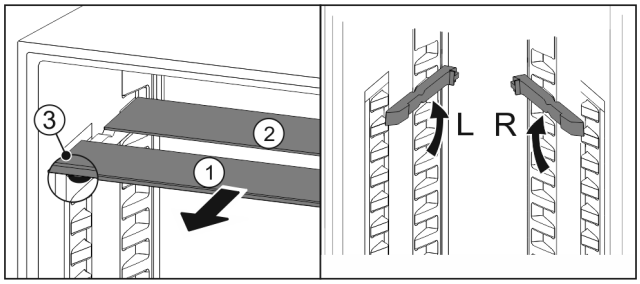

Fig. 26
▶ По одной извлеките *Fig. 26 (1)* стеклянные панели движением вперед.
▷ Стеклянная панель *Fig. 26 (1)* с декоративной планкой лежит спереди.
▷ Стопоры *Fig. 26 (3)* показывают вниз.